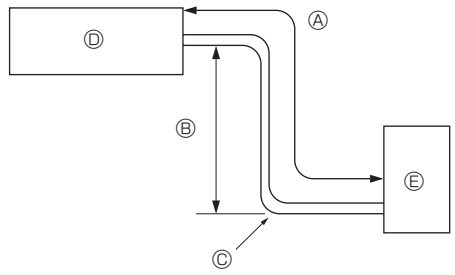

Fig. 2-1
2.1. Tuyaux de réfrigérant (Fig. 2-1)